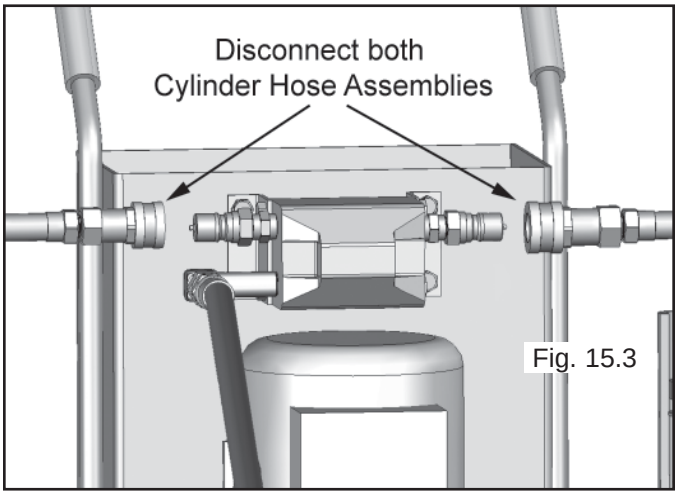

Fig. 15.3
5. Disconnect both cylinder hoses from the Flow Control Valve. (See Fig. 15.3)